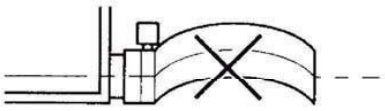

Abb. 4
- Den Ablassschlauch im Inneren des Innenteils nicht knicken (s. Abb.4)